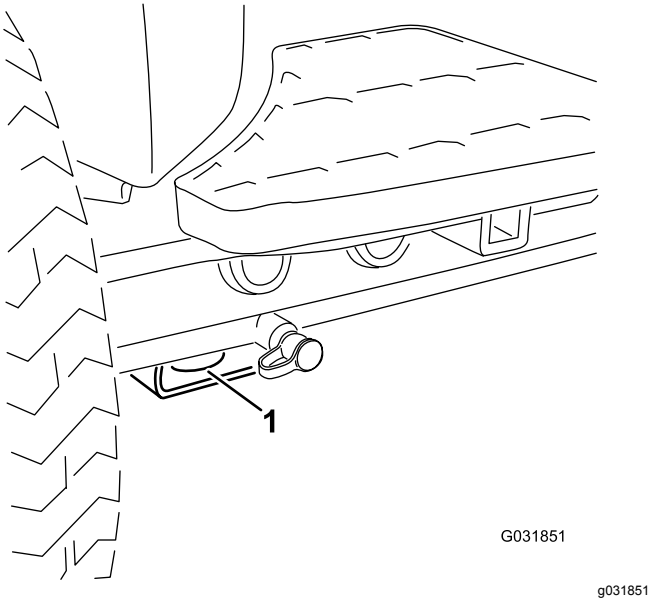

Figur 39
- Fram – hål i det fyrkantiga belägget under axelröret inuti båda framdäcken (Figur 39)